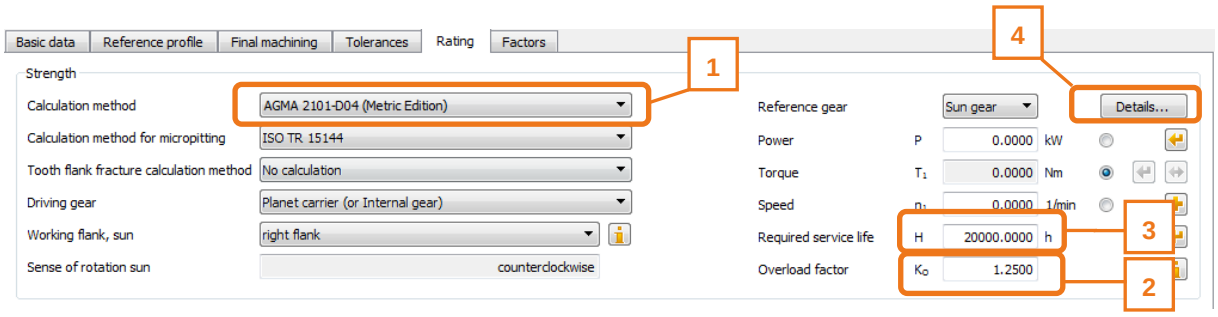

图6. 定义计算方法、应用系数、工作寿命、以及其余工况
定义需要的计算方法(1)。然后输入应用系数(2) 和工作寿命(3)。点击功率边上的选择按钮，定义输入载荷，如图 6。